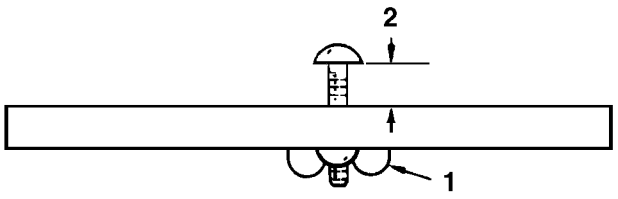
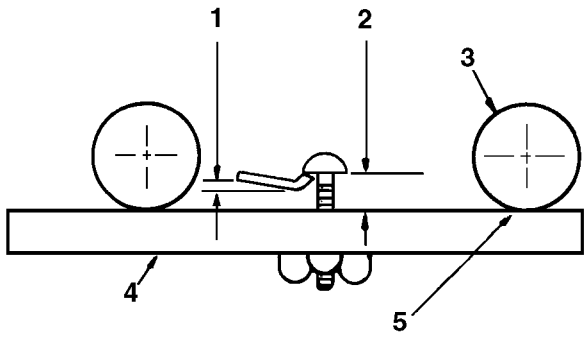

Figure 5
Figure 6
- Desserrer le contre-écrou du gabarit et ajuster la vis en fonction de la hauteur de coupe désirée (Fig. 5). La hauteur de coupe correspond à la distance entre le calibre et la base de la tête de vis. Serrer le contre-écrou pour fixer le réglage. Accrocher la tête de vis dans le bord coupant de la contre-lame et positionner le gabarit contre la base du rouleau avant (Fig. 6).
- Desserrer les écrous et ajuster les deux extrémités du rouleau avant jusqu'à ce qu'elles soient en contact avec le gabarit. Le gabarit étant fermement appuyé contre la base du rouleau, régler ce dernier de telle sorte que la tête de vis s'engage juste sur le bord tranchant de la contre-lame (Fig. 6). Serrer les écrous du rouleau avant.